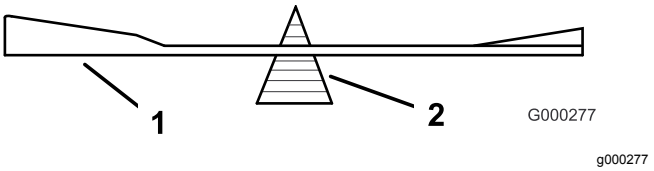

Figuur 102
2. Controleer de balans van het mes met een mesbalans (Figuur 102).